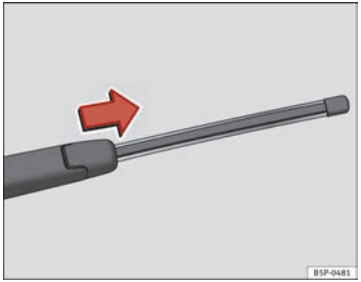

Fig. 169 Removing rear window wiper blade
– Lift the wiper arm away from the glass ⇒ fig. 169
– Slide the blade adapter in the direction of the arrow and remove the blade ⇒ fig. 169.